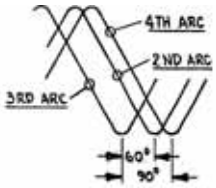

FIG. 1
3.) CONNECT THE SCOPE INPUT TO EACH AC NOZZLE AND NOTE THE TIME OR PHASE DIFFERENCE BETWEEN ALL THREE. THEY SHOULD LOOK LIKE FIG 1.